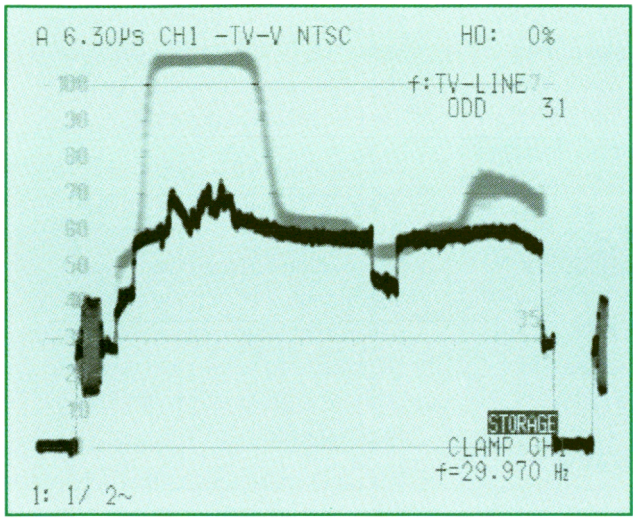

Figure 6: TV Line Trigger (ODD 31); Bottom trace is live feed, top trace is stored.
b) ODD (Odd Field Lines): The sweep is triggered by the selected horizontal synchronization signal in the odd-numbered field (See Figure 6).